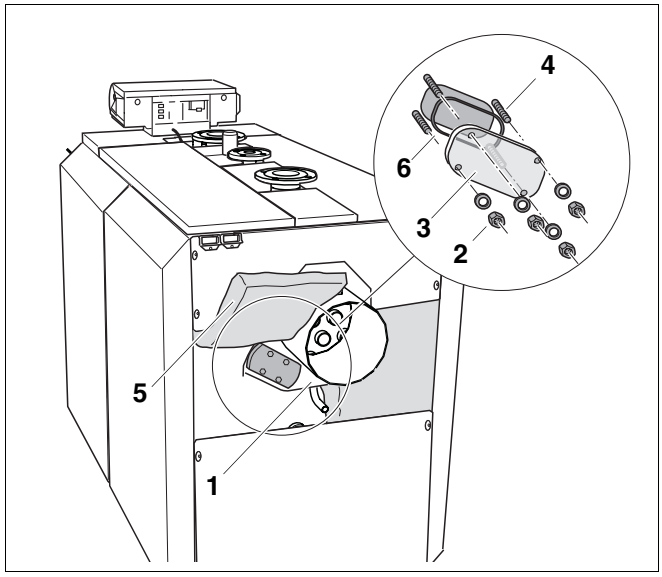

Rys. 51 Montaż pokrywy wyczystkowej (przedstawiono pozycję pokrywy wyczystkowej dla kotła wielkości SE635 230 – 280 kW i SK635 265 – 325 kW)
- Odchylić izolację cieplną kolektora spalin (rys. 51, **poz. 5**) do góry, aby można było ponownie zamontować pokrywę wyczystkową.
- Umieścić pokrywę wyczystkową kolektora spalin (rys. 51, **poz. 3**) z założoną uszczelką na śrubach dwustronnych (rys. 51, **poz. 4**).
- Przykręcić pokrywę wyczystkową kolektora spalin (rys. 51, **poz. 3**) przy pomocy nakrętek i podkładek (rys. 51, **poz. 2**) do kolektora spalin (rys. 51, **poz. 1**). Moment dokręcający 12 Nm (dociągnąć mocno ręcznie).